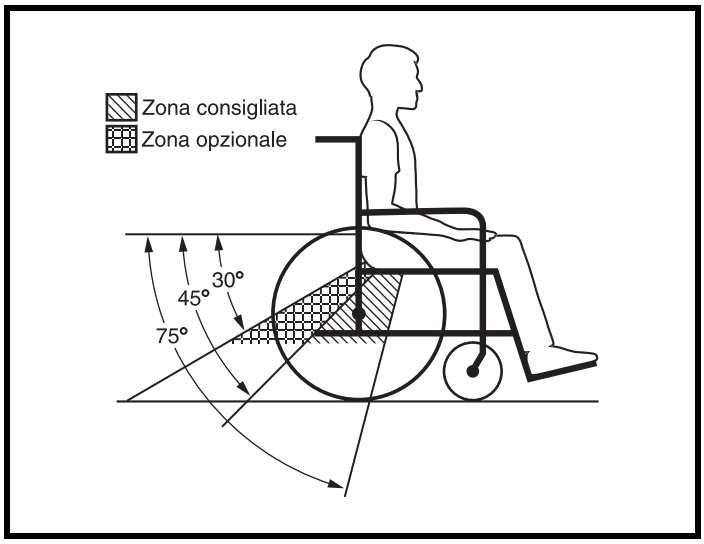

Figura 18. Inclinazione corretta della cintura pelvica del Kids UP
- Raggio d'inclinazione della cintura per la zona pelvica. **Vedere la figura 18.**